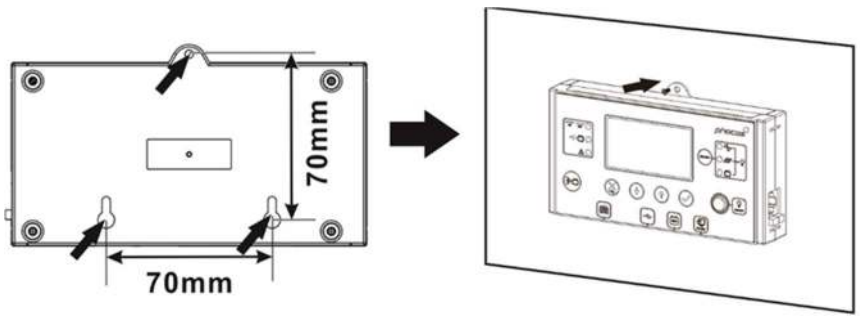

Fig. 12: Ubicaciones de orificios de montaje de pantalla remota
5. Taladre los tres orificios de montaje en las distancias marcadas de 70 mm, 2,76 pulgadas entre sí (**Fig. 12**, izquierda). Use tornillos de 4 diámetros tamaño no. M3. Las cabezas de los tornillos deben estar entre 5 ~ 7 mm, 0.2 ~ 0.3 in. Atornille los dos tornillos inferiores en la pared donde se va a montar el módulo de visualización y deje que las cabezas de los tornillos sobresalgan 2 mm, 0.08 pulg. De la pared. Deslice la pantalla hacia abajo sobre las cabezas de los tornillos que sobresalen. Ahora inserte y apriete el tercer tornillo en la parte superior (**Fig. 12**, derecha).